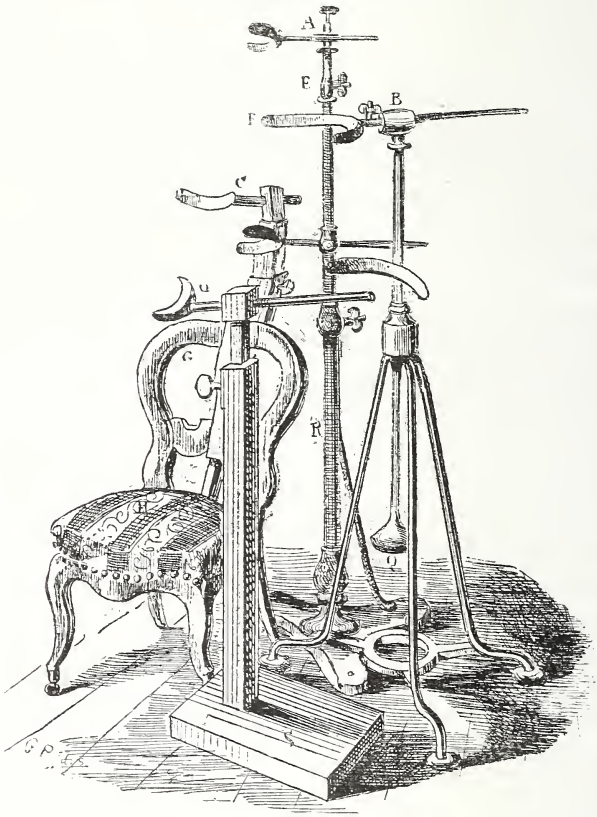

Fig. 24.
91. — S'il s'agit d'un portrait, il faut d'abord assujettir la tête du modèle au moyen d'un des appuis-tête A B C D de la fig. 24. Le plus simple, le moins cher et celui qui suffit à l'amateur, c'est celui qui se fixe au dossier du siége. Il est marqué C, est en bois, se démonte et se replace facilement en un moment. Ceci fait, il est utile, après avoir vérifié la position du modèle et le point de la chambre noire, d'avertir, avant d'enlever l'obturateur, la personne qui pose, que la fixité de l'œil n'est pas une condition de réussite indispensable; qu'elle peut battre les paupières suivant sa tendance naturelle, sans altérer en rien la pureté du portrait. Et, en effet, le temps employé à ce mouvement est inappréciable dans la plupart des cas. Nos mouvements les plus rapides em-